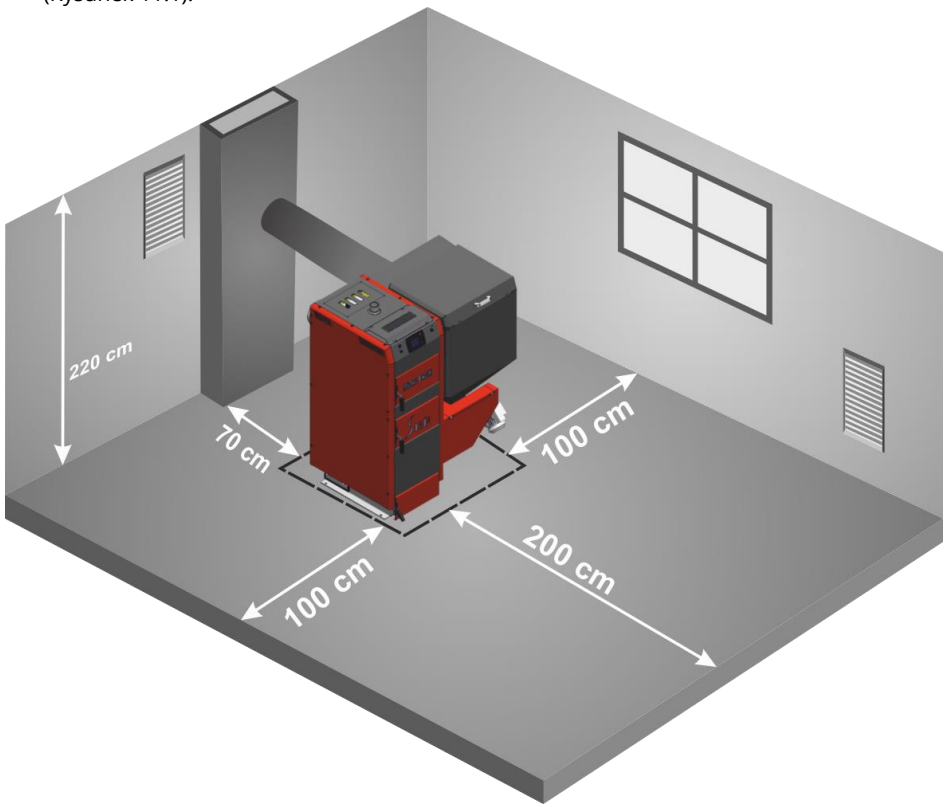

Rysunek 11.1 Minimalne odległości ustawienia kotła w kotłowni
- Ustawienie kotła z minimalnymi wymaganymi odległościami przedstawia schemat kotłowni (Rysunek 11.1).